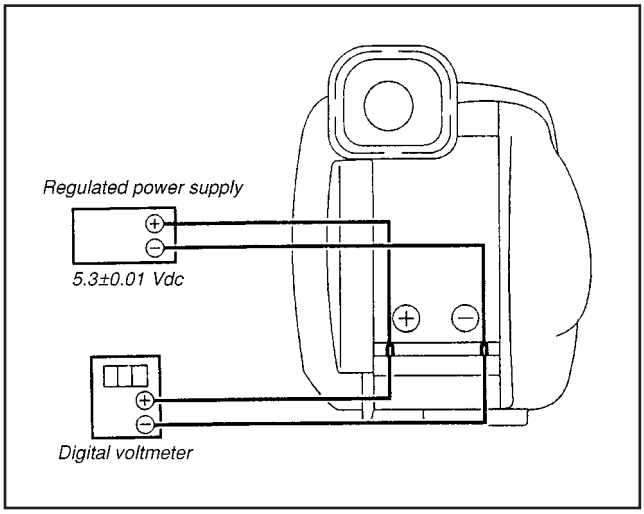

Fig. 5-3-4.
1) Connect the regulated power supply and the digital voltmeter to the battery terminal as shown in Fig. 5-3-4.